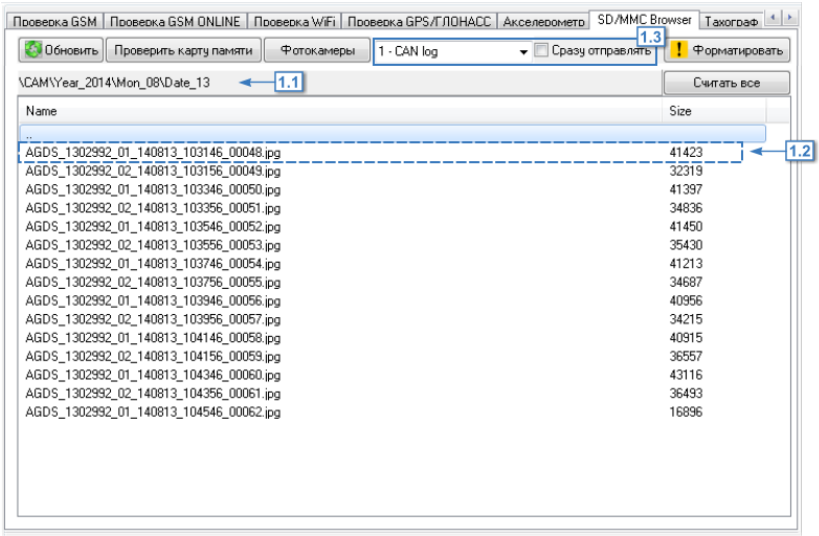

Рис.88. Вкладка «SD/MMC Browser».
Если содержимое карты было успешно считано, то оно отобразится в браузере. Путь к папке, открытой в браузере, отображается в строке над списком файлов (Рис.88, п. 1.1). Если нажать на строку с адресом папки, то откроется папка \SD на жестком диске, в которую копируются файлы с прибора.
1. Снимки с камер (Рис.88, п. 1.2).
Снимки копируются в папку \SD, расположенную в папке с установленной программой AG.GSMConf. Структура папок внутри папки \SD такая же, как и внутри памяти прибора. Для перехода к папке \SD со снимками следует нажать левую кнопку мыши на строке с адресом (Рис.88, п.1.1).
Файлы копируются в папку \SD, расположенную в папке с установленной программой AG.GSMConf. Для перехода к папке \SD со скопированными файлами следует нажать левую кнопку мыши на строке с адресом (Рис.88, п.1.1).
Для того чтобы прибор записывал логи необходимо в выпадающем списке справа от кнопки «Фотокамеры» (Рис.88, п. 1.3) выбрать тип логов, который прибор «АвтоГРАФ» будет записывать: